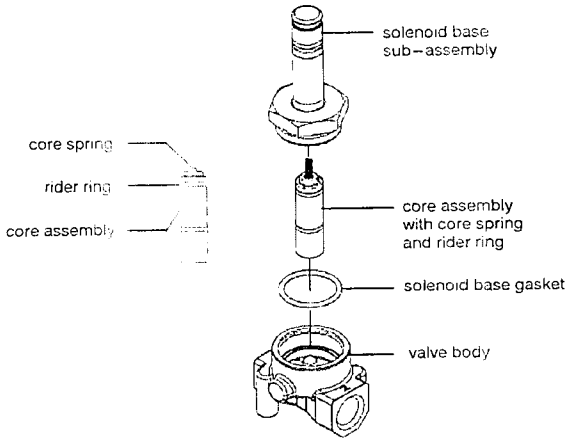

Figure 2. Series HV427246 1/4" & 3/8" ANPT Valve Construction
Valve Disassembly (see Figure 2)
3. Replace solenoid base gasket, core assembly with core spring and solenoid base sub–assembly. Note: For core assemblies with internal type core springs, install wide end of core spring in core assembly first, closed end of core spring protrudes from top of core assembly. (see Figure 2)